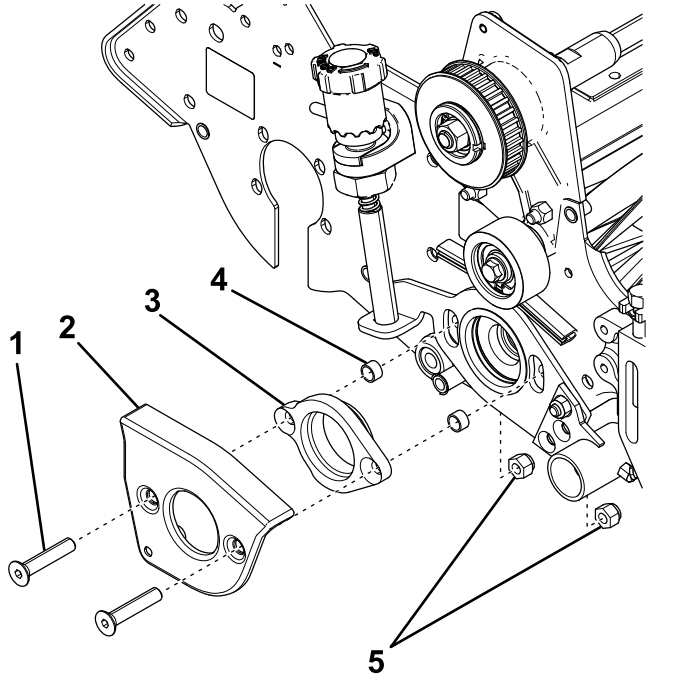

Figur 11
1. Sæt de 2 fladhovedede skruer gennem trimmerarmdækslet og lejeadapteren, og skub de nye afstandsbøsninger på enderne (Figur 11).
2. Sæt de fladhovedede skruer gennem sidepladen, og fastgør dem med 2 låsemøtrikker (Figur 11).